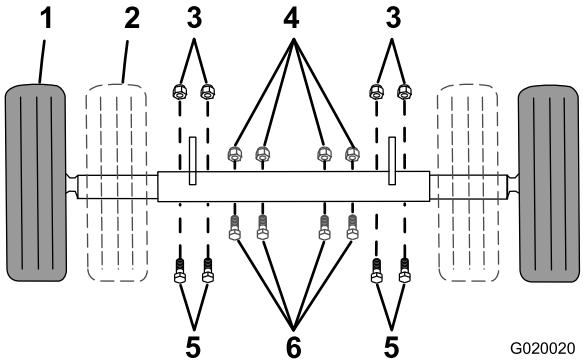

Figura 27
1. Punto de apoyo (2)
4. Retire los pernos y las tuercas que sujetan el eje interior al eje exterior (Figura 27).
- Deslice cada extremo del eje hacia dentro a la posición estrecha (Figura 27).
- Deslice cada extremo del eje hacia fuera a la posición extendida (remolcado) (Figura 27).
7. Introduzca los pernos a través de los taladros de los ejes (Figura 27).